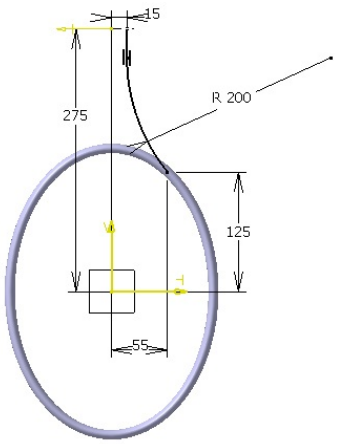

Figure 10-75 *The sketch of the guide curve for creating the second sweep feature*
d. Create the second sweep surface, refer to Figures 10-75 through 10-78.
2. Draw the guide curve, as shown in Figure 10-75.